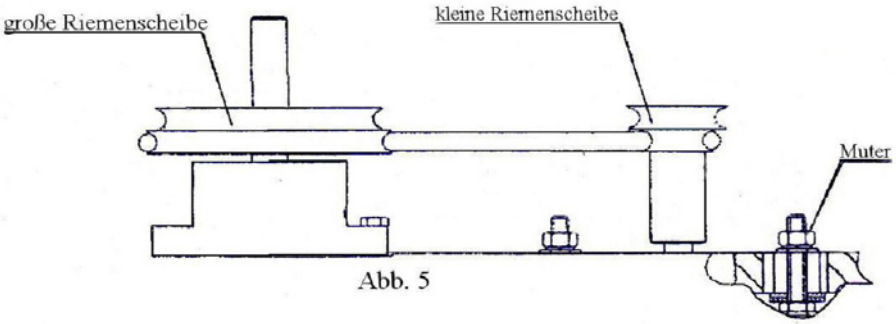
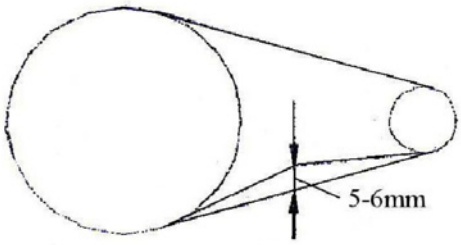

Abb. 5
Abb. 6
b) Um die Höhe des Bohrmaschinenkopfes zu verändern, muss die Klemmschraube (2) gelöst werden. Dann kann der Abstand zwischen dem Bohrmaschinenkopf und der Oberfläche des Arbeitsstückes eingestellt werden. Bevor Sie bohren, stellen Sie sicher, dass der Bohrer nicht auf die Unterseite des Arbeitsstückes kommen kann. Ansonsten wird der Bohrer die Einspannplatte (8) beschädigen.
Die Einstellung ist abhängig von der Bohrergröße oder von dem zu bohrenden Material. Bei hartem Material und großen Bohrungen muss die Drehzahl auf niedrig gestellt werden. Bei mittlerem Material und normal großen Bohrungen muss die Drehzahl auf mittel gestellt werden. Wenn es ein weiches Material ist und kleine Bohrungen vorgenommen werden sollen, dann benötigen Sie eine hohe Drehzahl. Um die Drehzahl zu ändern, müssen mit dem beigefügten Schraubenzieher die zwei Schrauben an der oberen Abdeckung (13) gelöst werden. Öffnen Sie die obere Abdeckung und tauschen Sie die Spulen aus. Um eine hohe Drehzahl zu bekommen, muss man die große Spule auf den Motor setzten. Wenn eine niedrige Drehzahl gewünscht wird, setzten Sie die kleine Spule auf den Motor (Abb. 5). Bevor Sie anfangen, überprüfen Sie die Riemenspannung (Abb. 6).